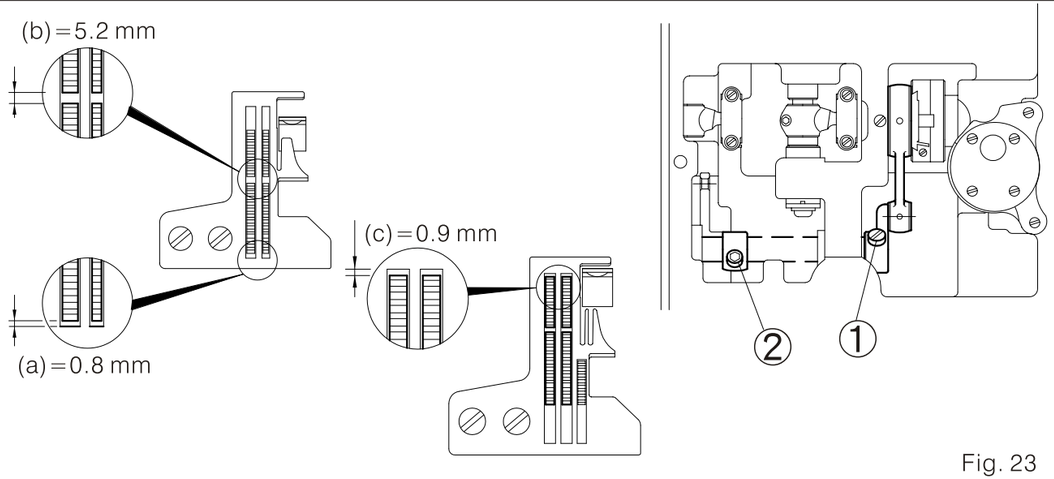

Fig. 23
(3) Para ajustar:
a. Afloje el tornillo 1 y 2. Mueva la manivela de atrás a adelante para hace el espacio (c) de unos 0.9 mm, como también el espacio (b) que sea 5.2 mm. (Fig. 23)